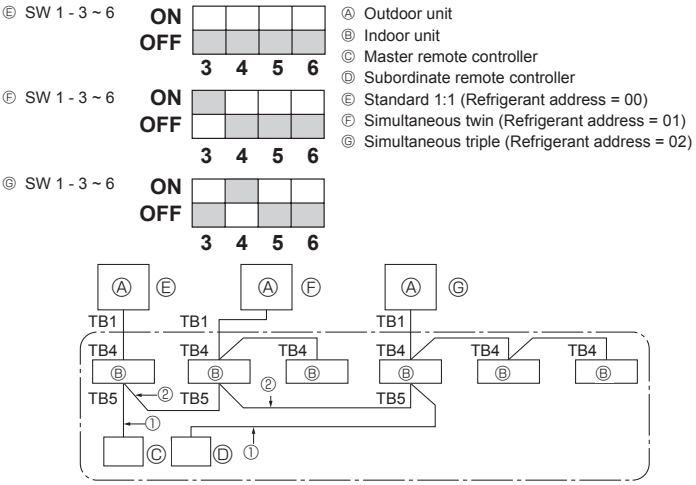

Fig. 9-1
9. System control (Fig. 9-1)
9. Управление системой (Fig. 9-1) 135